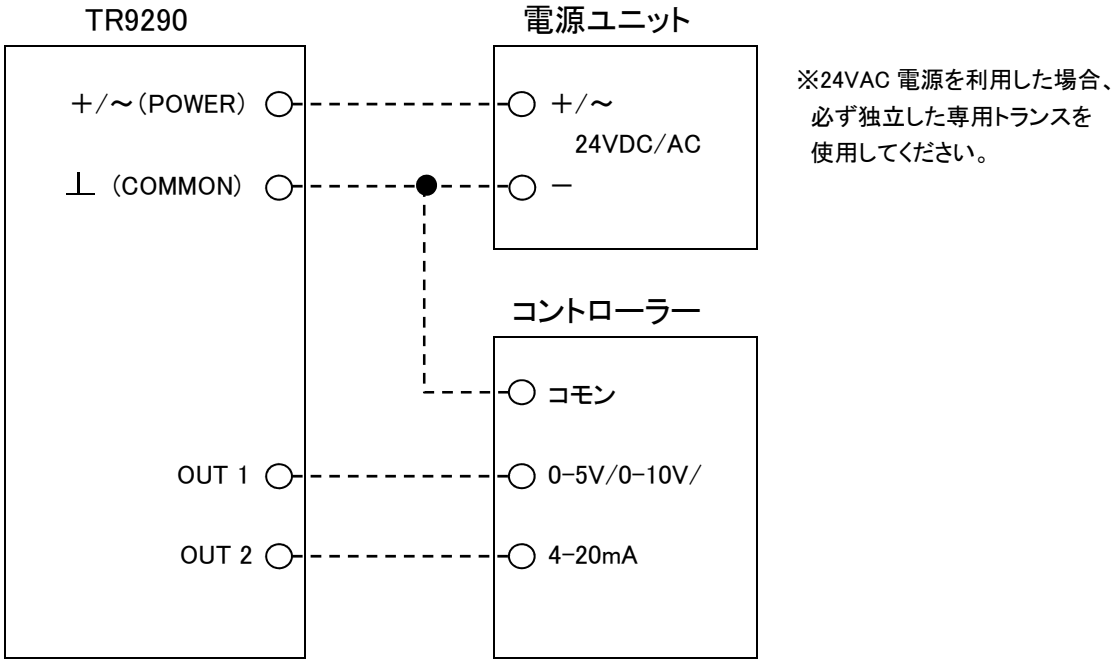

図 2　TR9290　結線図
① 配線口に配線を通し、少なくとも 2 箇所のネジ穴を使用し壁にビスで取付ます。（図 2 参照）